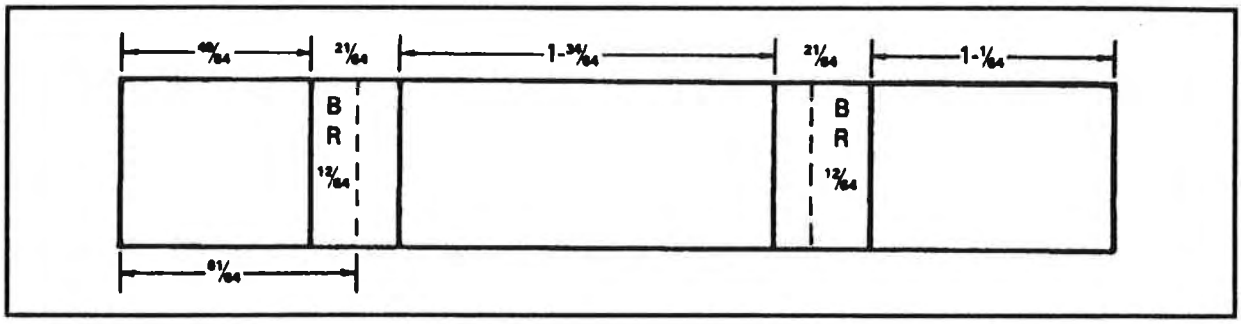

Figure 5-9. Locating brake or sight line of flat (A)
- Flat (A)—add the dimensions of the flat and the bend radius. The sum will be the dimension from the edge of the metal to the bend sight line (49/64 + 12/64 = 61/64) (Figure 5-9).